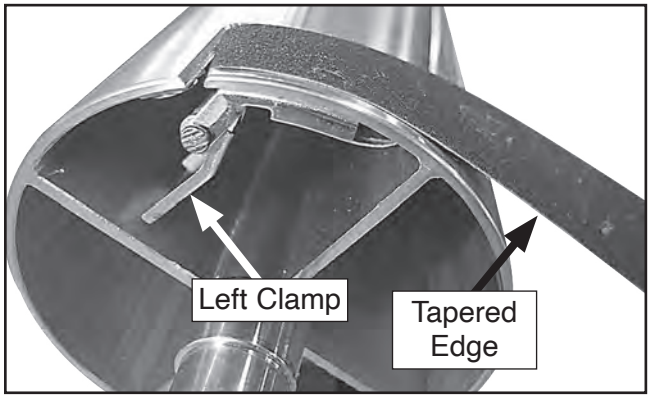

Figure 39. Location of left clamp and tapered edge (drum removed for clarity).
8. Insert corner of new sandpaper in slot at left side of drum and clamp with left clamp as shown in **Figure 39**.